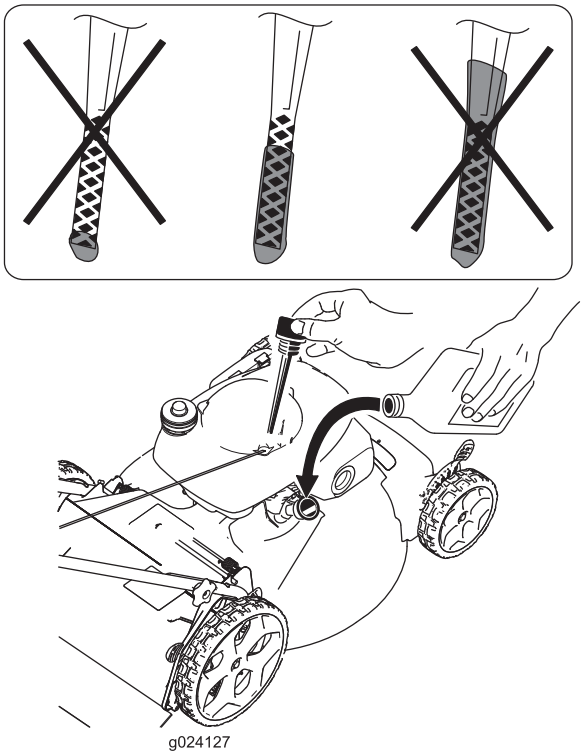

Figure 19
8. Sortez de nouveau la jauge et vérifiez le niveau d'huile (Figure 19).